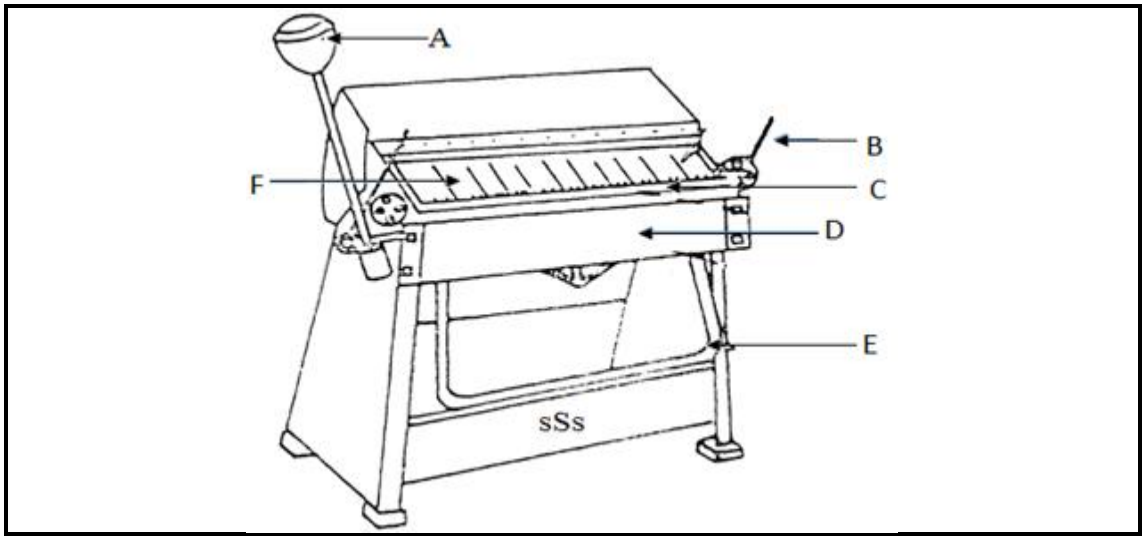

FIGUUR 1
1.1 'n Voumasjien ('box and pan folder') is in FIGUUR 1 getoon. Benoem die aangeduide onderdele deur slegs die antwoord langs die letter (A−F) in die ANTWOORDBOEK te skryf.